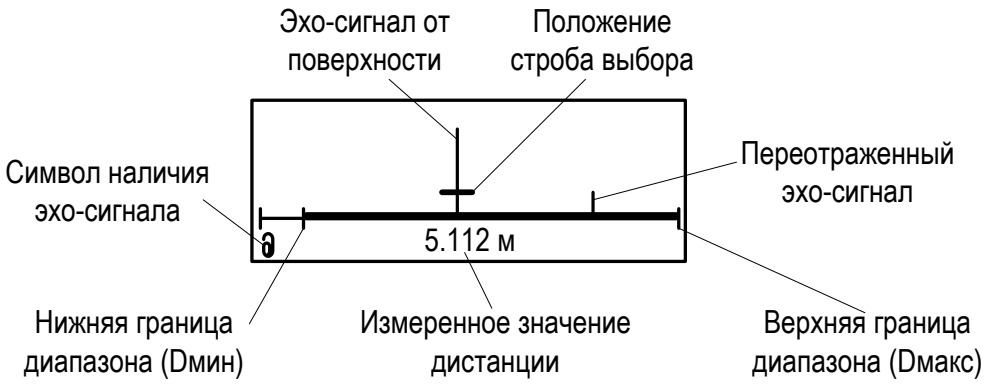

Рис. 2. Вид окна РАЗВЕРТКА.
1.3.1.8. В расходомере предусмотрена возможность индикации в графической форме регистрируемых сигналов, попадающих в заданный диапазон измерений. Сигналы отображаются в окне **РАЗВЕРТКА** (**Настройка** / **Параметры объекта** / **Канал уровня** / **Развертка**) в порядке прихода по времени (рис.2).